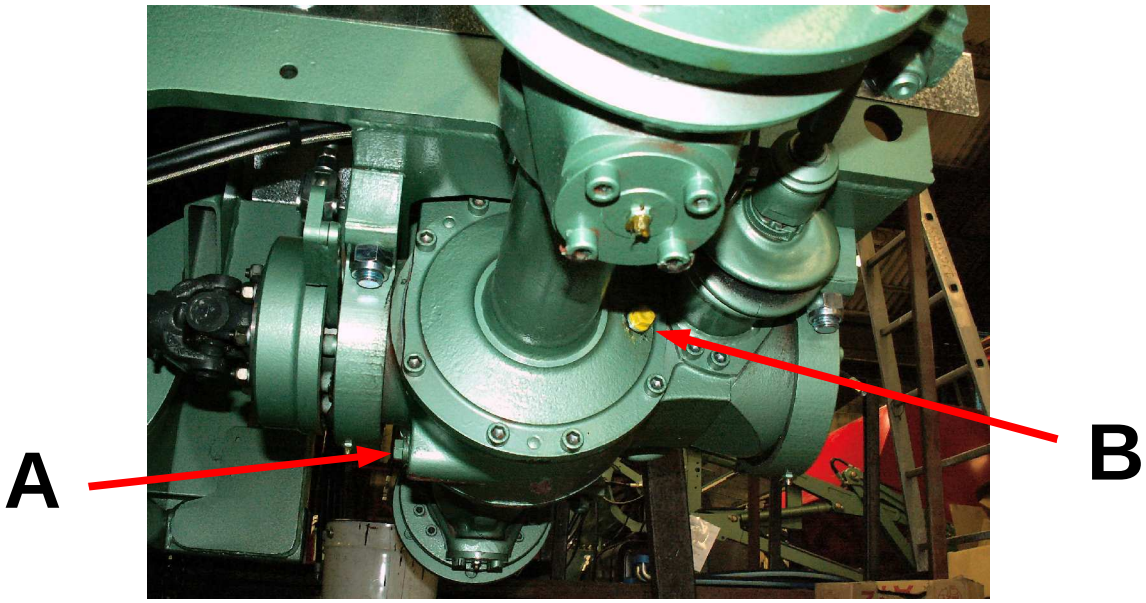
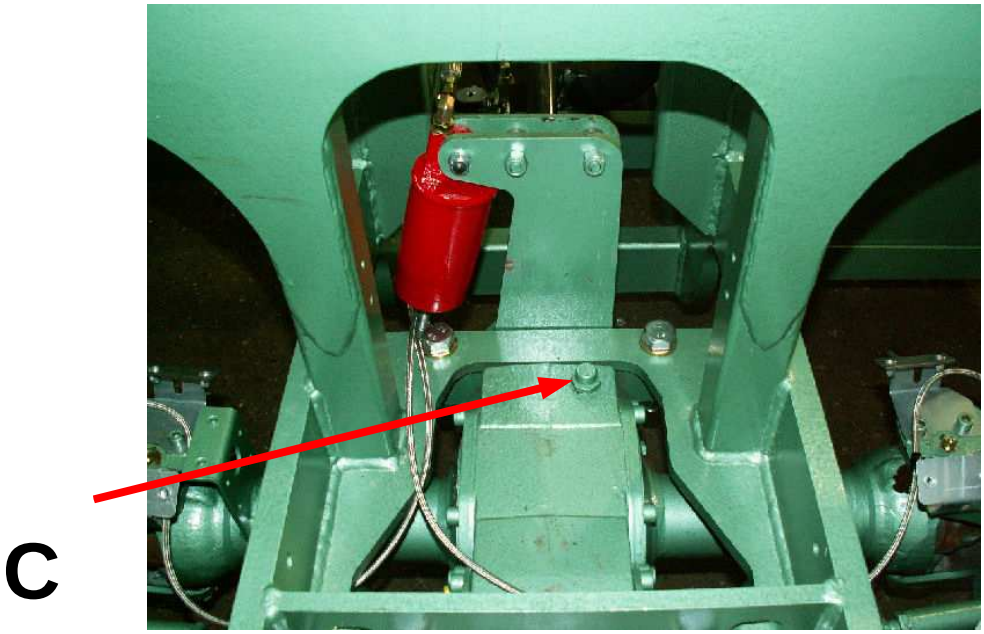

Figure 84
Figure 85
- Dévisser le bouchon de vidange (figure 84 repère A) ainsi que le bouchon de mise a niveau (figure 84, repère B).
- Dévisser le bouchon de remplissage (figure 85 repère C) puis remplissez le pont arrière part cet orifice.
- Après avoir fait le niveau, revisser les bouchons (figure 84, repère B) et (figure 85, repère C)